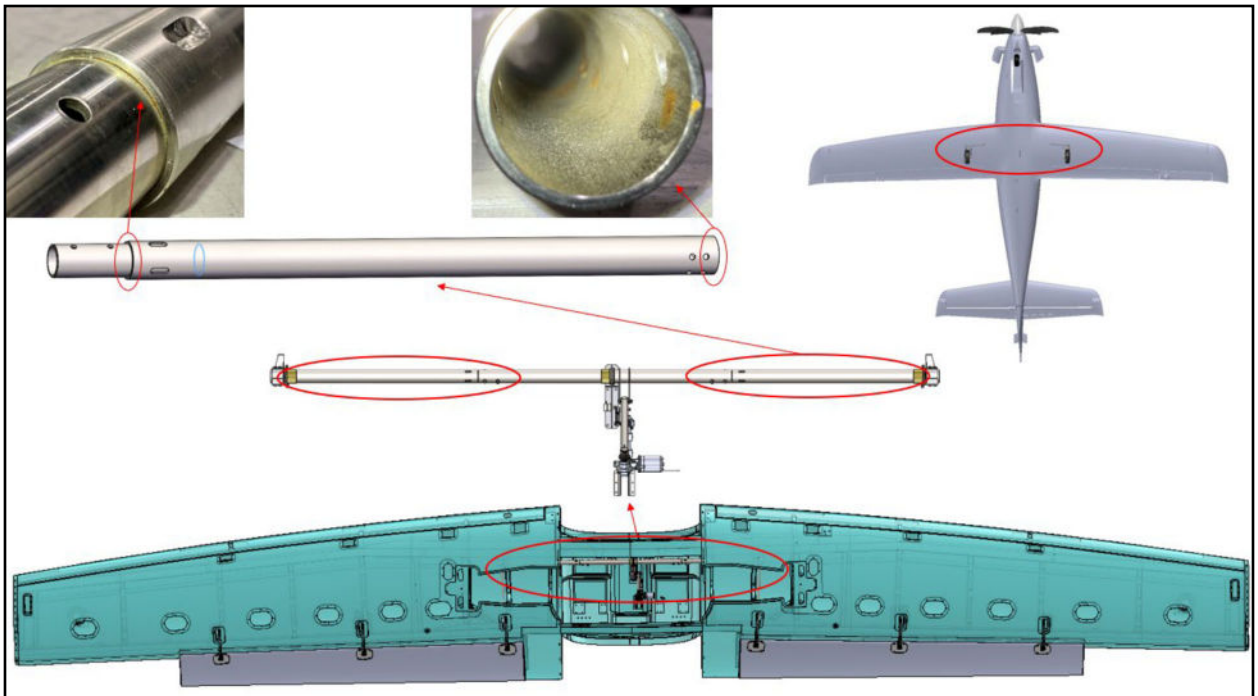

Figure 6: Flap Torque Tube Corrosion
8. If corrosion is found on the flap torque tube, perform the steps that follow (See Figure 6):